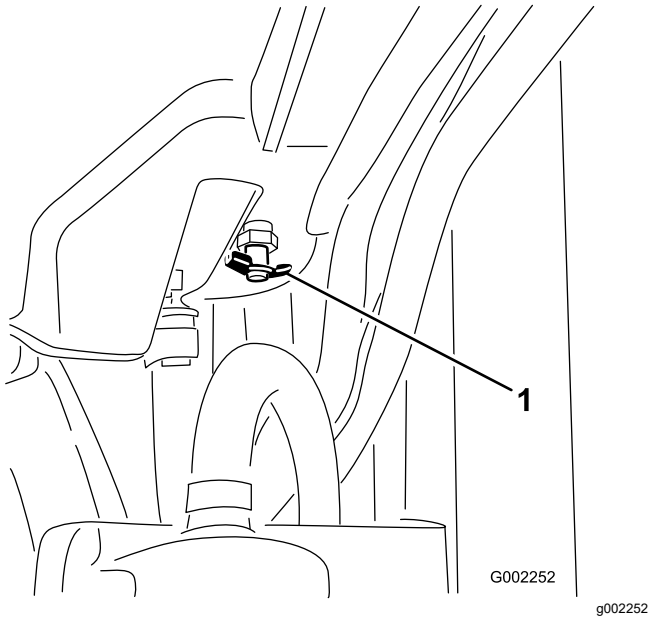

Рисунок 104
4. Откройте сливной кран и слейте охлаждающую жидкость в сливной поддон (Рисунок 104).
5. Закройте сливной кран (Рисунок 104).